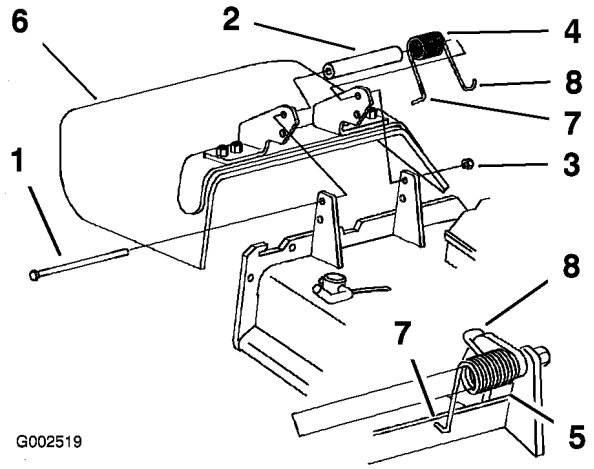

Figur 76
1. Ta bort låsmuttern, bulten, fjädern och distansbrickan som håller fast gräsriktaren på tappfästena (Figur 76).
Obs: Se till att fjäderns L-formade ände sitter bakom däckkanten innan du monterar bulten i enlighet med Figur 76.
5. Placera fjäderns **J**-formade ände runt gräsriktaren (Figur 76).